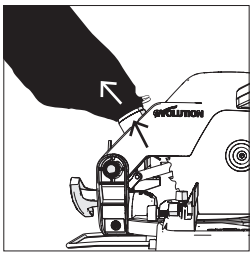

Рис. 31
- Натяните пылесборный мешок на присоединительный патрубок для удаления пыли таким образом, чтобы пружинная защелка охватывала присоединительный патрубок и надежно фиксировала пылесборный мешок **(Рис. 31)**.